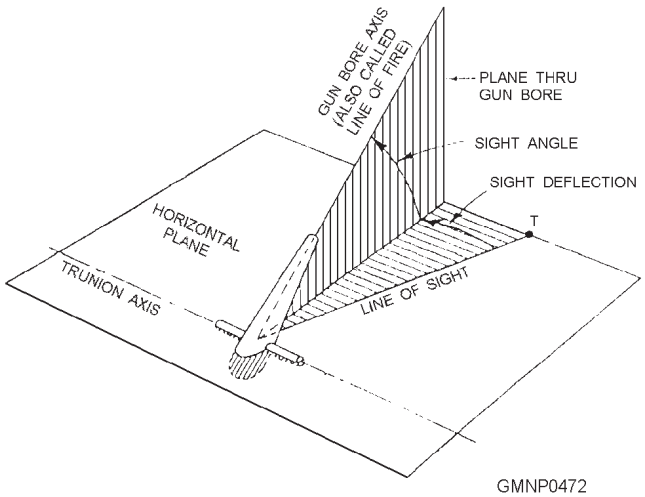

**Figure 10-8.—Lead angles in a surface problem.**
**LEAD ANGLES**.—Two lead angles are considered in the fire control problem—**sight angle** and **sight deflection** (fig. 10-8). Sight angle is the